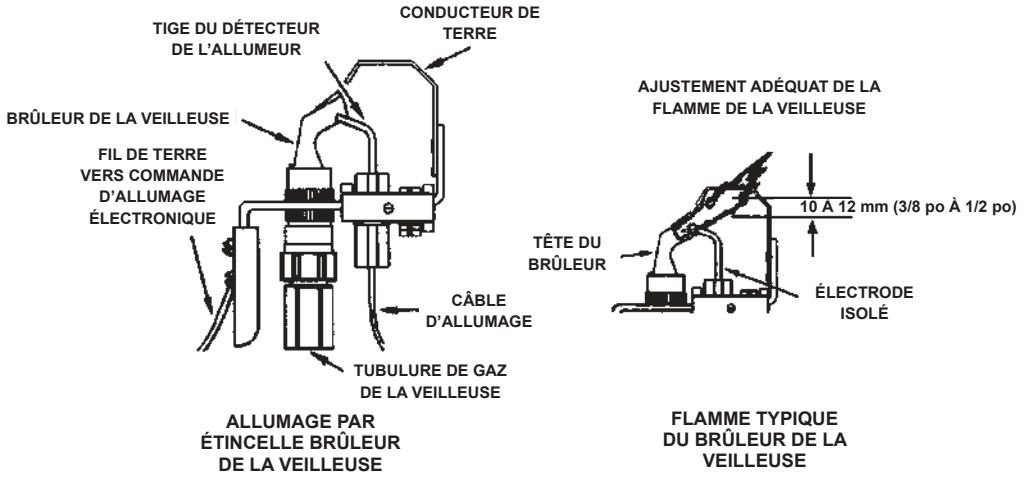
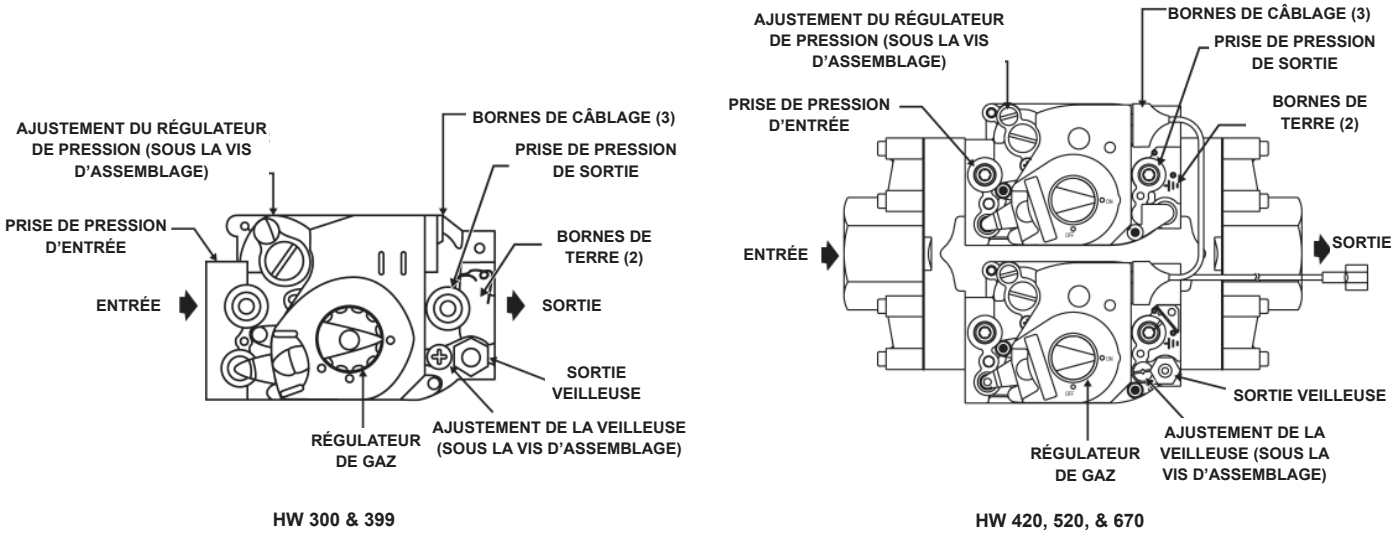

FIGURE 7. ALLUMAGE PAR ÉTINCELLE BRÛLEUR DE LA VEILLEUSE ET FLAMME DU BRÛLEUR
FIGURE 8. AJUSTEMENT DE LA FLAMME DE LA VEILLEUSE
Entretenir le brûleur de la veilleuse (chaque six mois) signifie entre autres garder l'écran de la veilleuse (non illustré) exempt de peluches, nettoyer la tête du brûleur, l'ouverture d'air principale et l'orifice du brûleur de la veilleuse, Figure 7.
Pour ajuster la flamme de la veilleuse, enlever la vis d'assemblage de la vis d'ajustement de la veilleuse (Figure 8) et tourner afin d'avoir une flamme suffisante au niveau du brûleur de la veilleuse pour couvrir 10 à 12 mm (3/8 po à 1/2 po) de l'extrémité de la sonde de détection. Voir Figure 7.
- La flamme de la veilleuse devrait recouvrir 10 à 12 mm (3/8 à 1/2 po) de l'extrémité du thermocouple. Enlever la vis du couvercle d'ajustement de la veilleuse, Figure 8. Tourner la vis de réglage intérieure ou la soupape de réglage de la veilleuse dans le sens horaire pour diminuer, ou dans le sens antihoraire pour augmenter la flamme de la veilleuse. S'assurer de remettre la vis du couvercle du régulateur de gaz combiné après l'ajustement afin de prévenir une fuite de gaz possible.